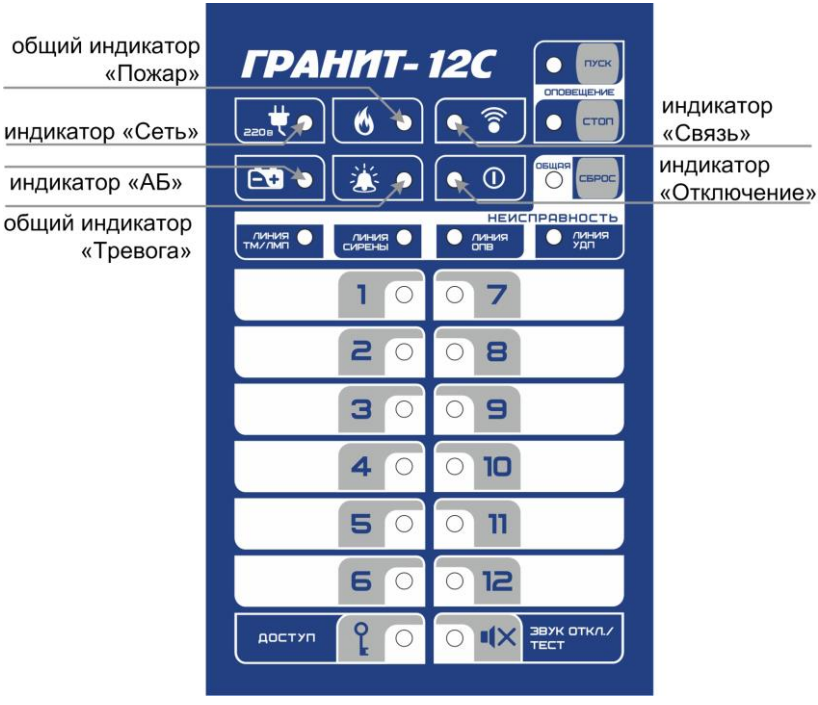

Рис.2 Панель индикации и управления прибора Гранит-12С
Прибор состоит из корпуса и съёмной крышки. В корпусе расположены плата контроллера с Wi-Fi коммуникатором, плата источника питания (рис.1), GE коммуникатор с антенной GSM (п.5.6). На плате контроллера установлена панель индикации и управления (рис.2).
3.2 На панель индикации и управления прибора (см. рис.2) выведены: